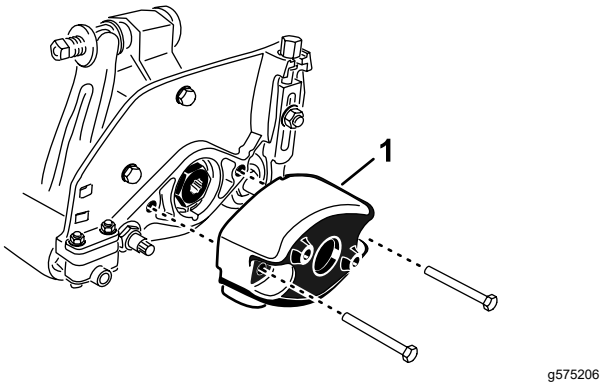

图 8
1. 拆下将配重块固定到滚刀组左端的 2 个螺栓。拆下配重块 图 8。
5. 在滚刀组右端的 O 形圈上涂抹一薄层润滑脂用之前拆下的螺栓安装配重块图 8。上紧螺栓扭矩至 1620N·m。